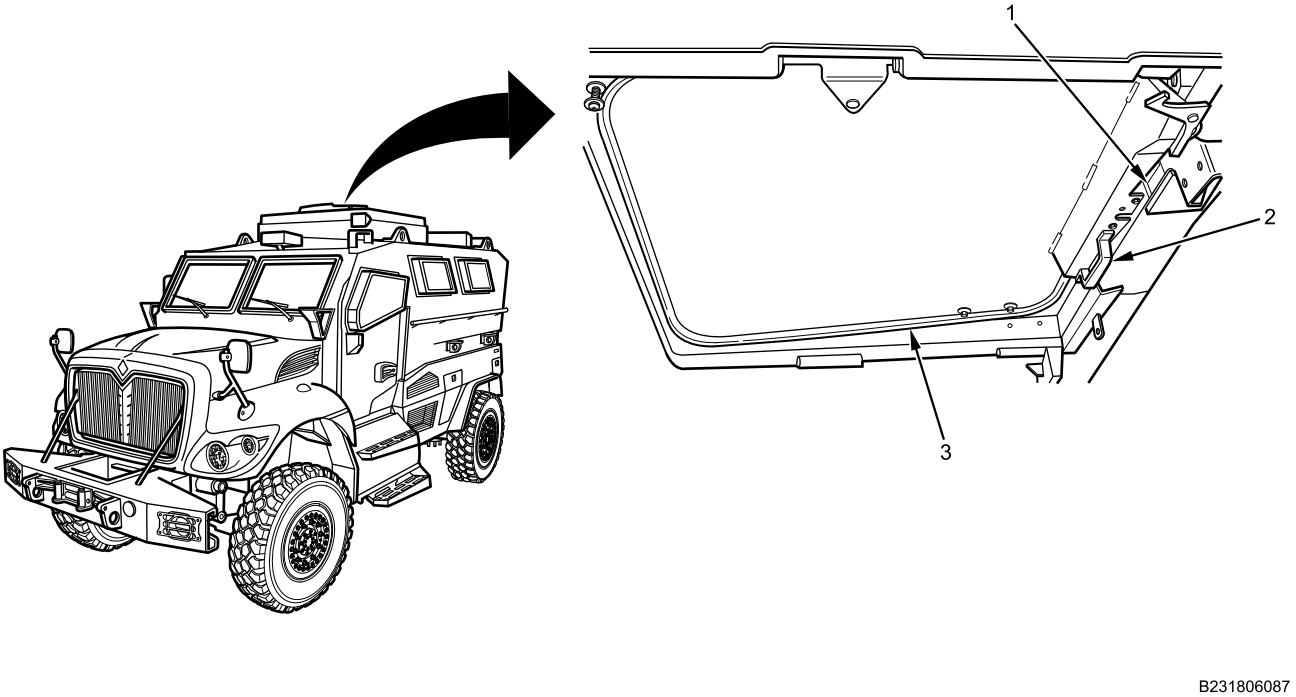

Figure 1. Gunner Hatch Unlatched and Upper Latch Handle in Open Position.
1. From inside of vehicle, grasp hatch handle (Figure 1, Item 2) and unlatch inner lock assembly (Figure 1, Item 1) of weapon hatch (Figure 1, Item 3).